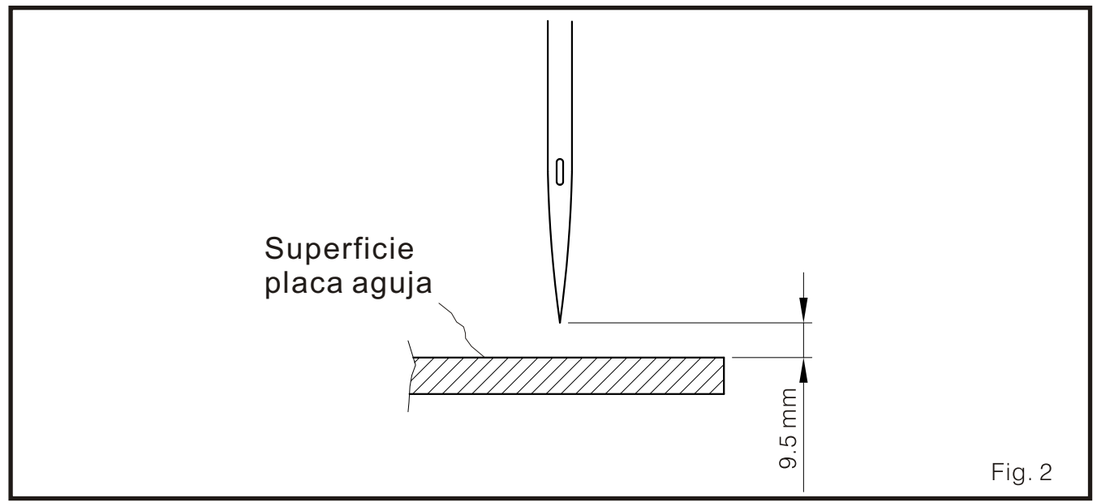

Fig. 2
1. Cuando la aguja se mueva de la izquierda directamente al punto muerto superior entre el 1º y 2º franja, el espacio entre la superficie de la placa aguja y la punta de la aguja debe ser 9.5 mm. (Fig. 2)
2. Afloje el tronillo 1 para ajustar. (Fig. 2)